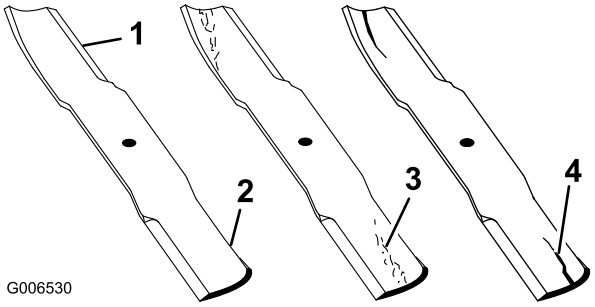

Figur 79
1. Efterse skærekanterne (Figur 79).
2. Efterse knivene, især det buede område (Figur 79).
Hvis kniven er beskadiget eller slidt, eller hvis der er antydning af en revne i dette område (Figur 79), skal du straks montere en ny kniv.